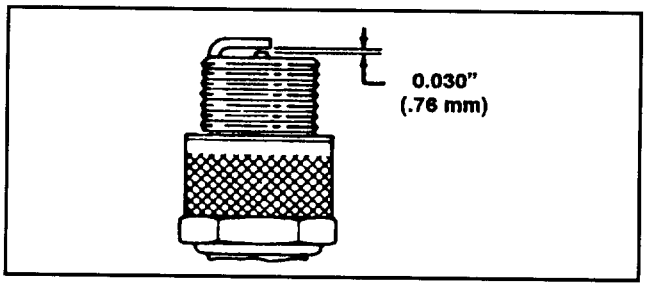

Abbildung 16
3. Den Luftspalt auf 0,76 mm einstellen (Abb. 16). Die auf den korrekten Abstand eingestellte Zündkerze mit einer Dichtungsscheibe versehen und auf 19 N•m anziehen.